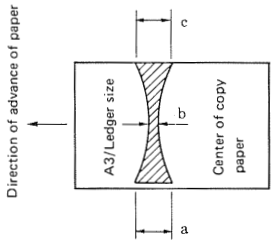

Figure 4-76
4) Measure the width of the toner area with a glossy surface, as shown in Figure 4-76.